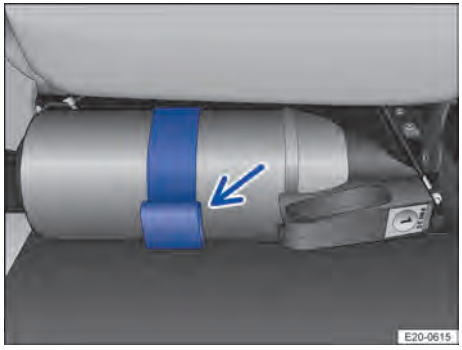

Fig. 50 Debajo del asiento del acompañante: soporte con extintor (representación esquemática).
1. Abra la lengüeta del soporte y retire el extintor → Fig. 50 (flecha).